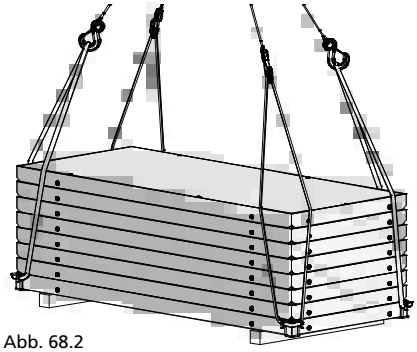

Abb. 68.2
1. Der Elementstapel muss auf Kanthölzern von 10 cm liegen (Abb. 68.2).